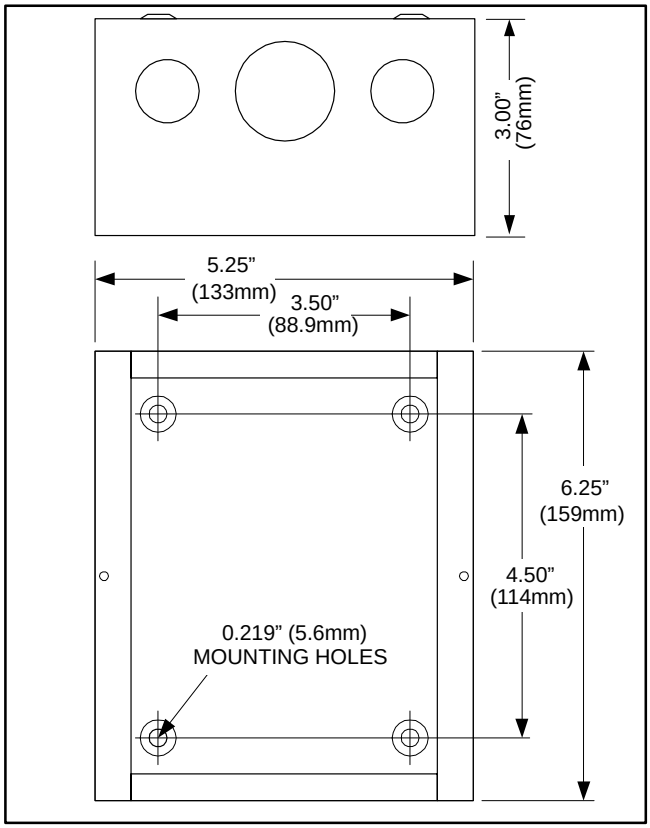

FIGURE 3. ENCLOSURE FOOTPRINT
3. Locate the desired location on wall. Using the enclosure as a template, mark the required holes (see Figure 3). Before cutting or drilling, make sure no wiring, plumbing or gas lines run behind the wall. Attach mounting brackets to annunciator using the screws provided.